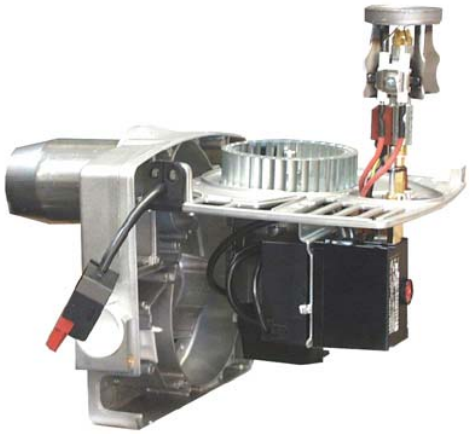
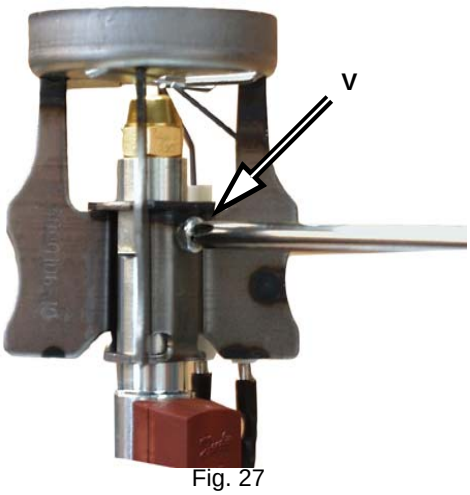
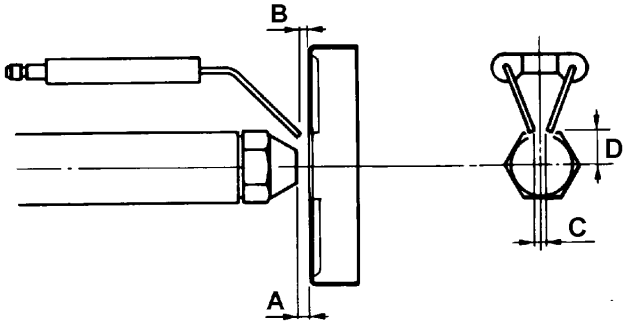

Fig. 25
Fig. 27
Fig. 29
- disassemble, check and clean of the combustion head. When re-assembling carefully observe the measures quoted in Fig. 29;
Before disassembling the nozzle and the electrodes, disconnect the cables CV (Fig. 27), measure the positions quoted in Fig. 29 and make a note in the table on Tab. 6**.**
⚠ **In order to remove the nozzle, it is important to use two wrenches as shown in Fig. 25, to avoid damaging the burner component plate!**
7 Unscrew the V screw that fastens the combustion head and remove the head from the nozzle-holder (Fig. 27 - Fig. 25)
⚠ Reassemble the combustion head by respecting the position "A" measured previously, making sure to fasten the V screw (Fig. 27)
⚠ **Before disassembling the nozzle, measure the real position “A” (see Fig. 29) and make a note in the table below.**